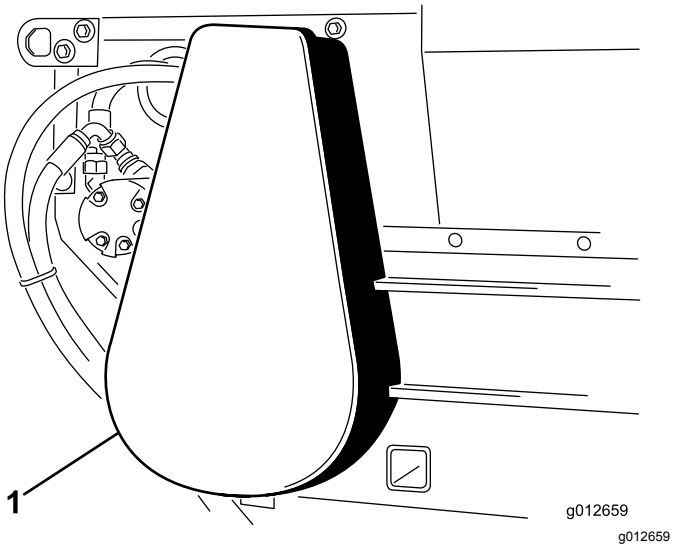

**Figur 23**
1. Fjern kædedækslet (Figur 23).